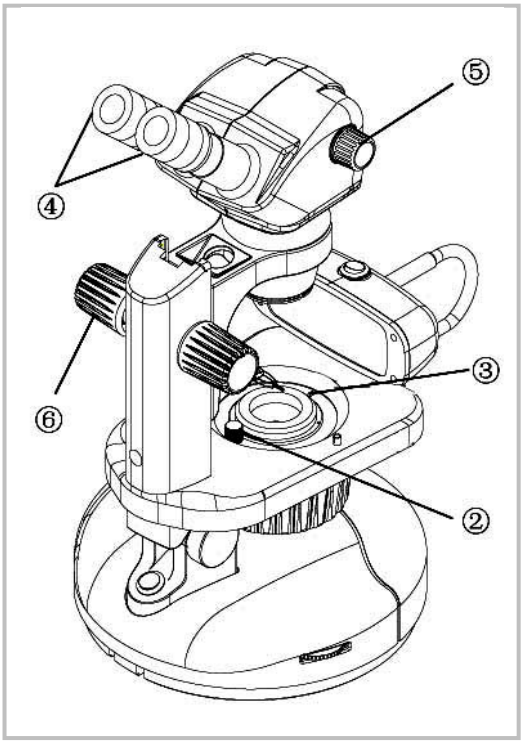

Fig. 7
**Adjusting the Diopter Ring (Fig. 7)**